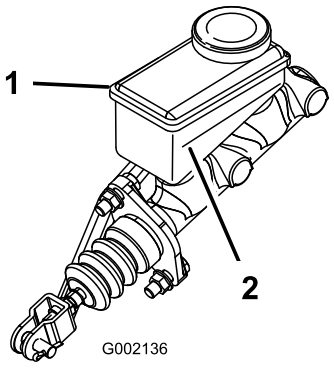

Figur 66
5. Titta på markeringen på sidan av vätskebehållaren (Figur 66).
B. Tillsätt DOT 3-bromsvätska i behållaren tills vätskenivån är ovanför miniminivålinjen (Figur 66).